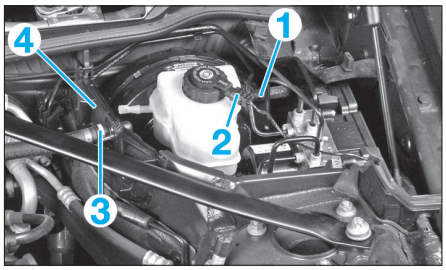

Fig. 26
• Débrancher le flexible d'alimentation (1) du circuit hydraulique d'embrayage (version avec boîte des vitesses mécanique) **(Fig.26)**.
• Déverrouiller et débrancher le connecteur (2).
• Défaire le raccord rapide (3) et débrancher la conduite de dépression.
• Sortir la conduite de frein du support en caoutchouc et démonter le cache (4).